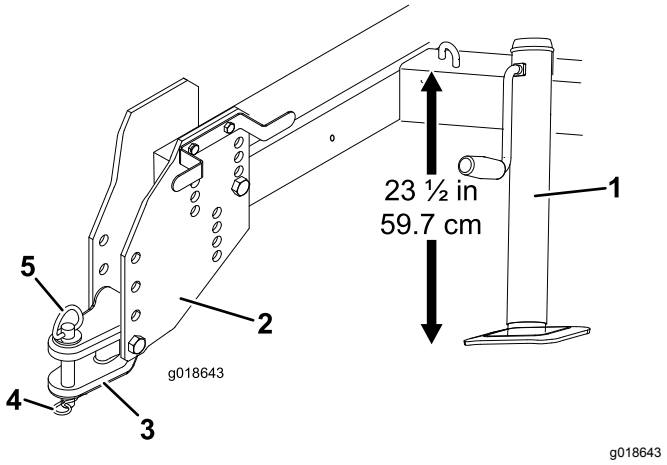

**Figur 3**
3. Justera domkraften så att avståndet från ovansidan av ramen till marken är 59,7 cm(Figur 3).
- Ta bort de skruvar och låsmuttrar som fäster dragstången vid dragkroksplattorna (Figur 3).
6. Fäst dragstången vid traktorenhetens dragkrok med hakbulten och hjulsprinten (Figur 3).